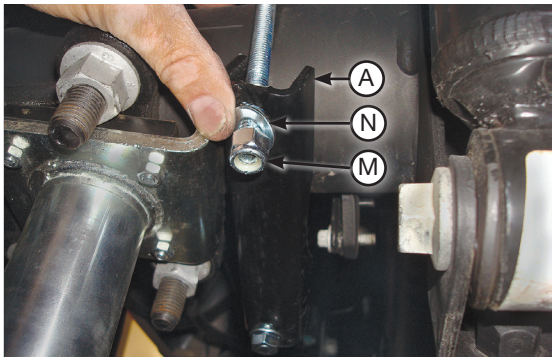

fig. D.17
3. Set the lower clamp bars (A) over the carriage bolts located under the axle (Fig. D.17). Attach with the 3/8” flat washers (N) and 3/8”-16 nylon lock nuts (M). Evenly torque the lower clamp bar hardware to 16 lb.-ft. (22Nm). Finish tightening the U-bolt hardware previously snugged by torquing to 10 lb.-ft. (14Nm).